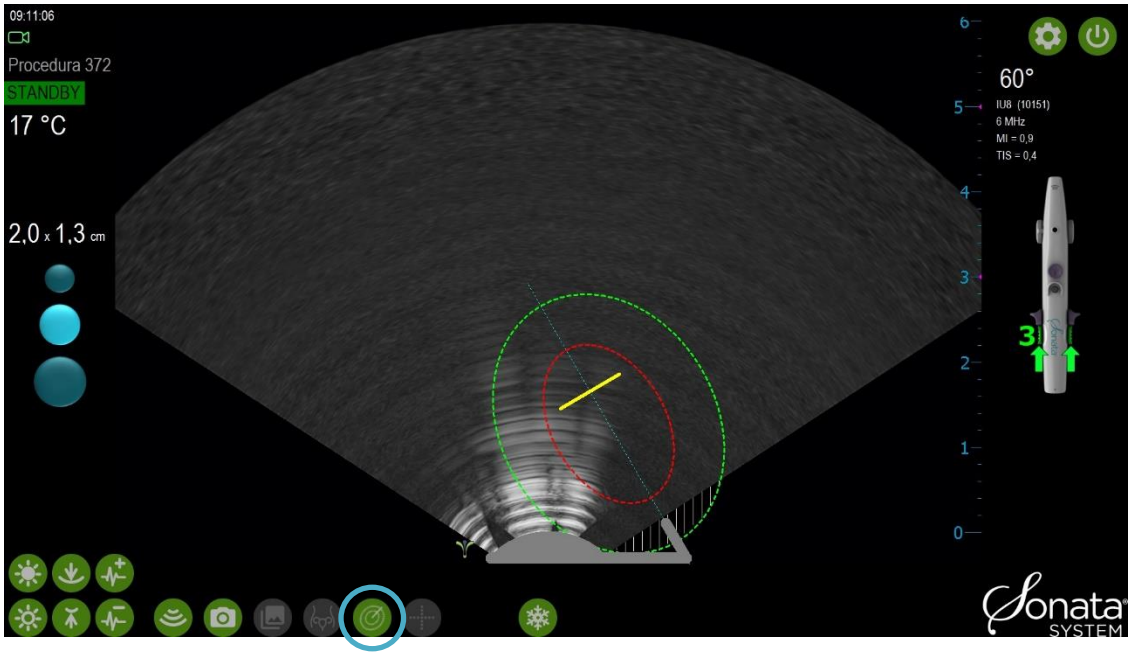

Figura 6-9. Selezionando Nascondi SMART Guide, gli elementi grafici vengono rimossi per 5 secondi
- Fare clic sull'icona "Nascondi SMART Guide" nella schermata dell'immagine ecografica (vedere la Figura 6-9). Gli elementi grafici della SMART Guide saranno rimossi dall'immagine per un periodo di 5 secondi (vedere la Figura 6-9).